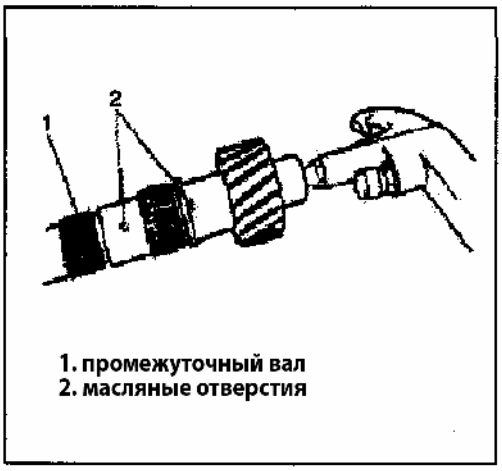

Рис. 382
3) Гарантируйте нормальное смазывание деталей, очистите каждое масляное отверстие при помощи сжатого воздуха (Рис. 382).